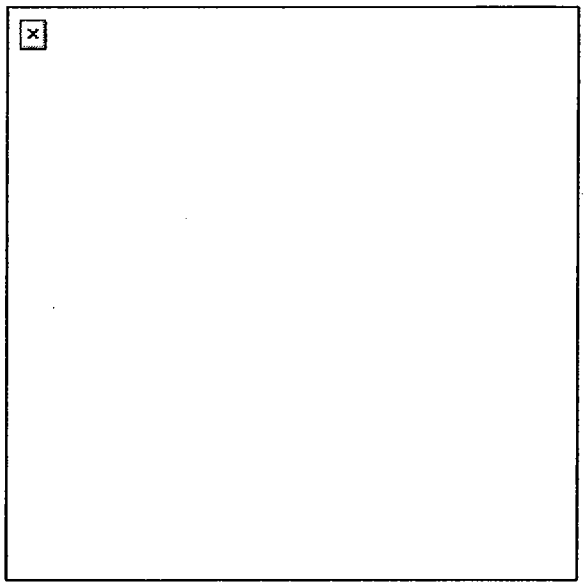
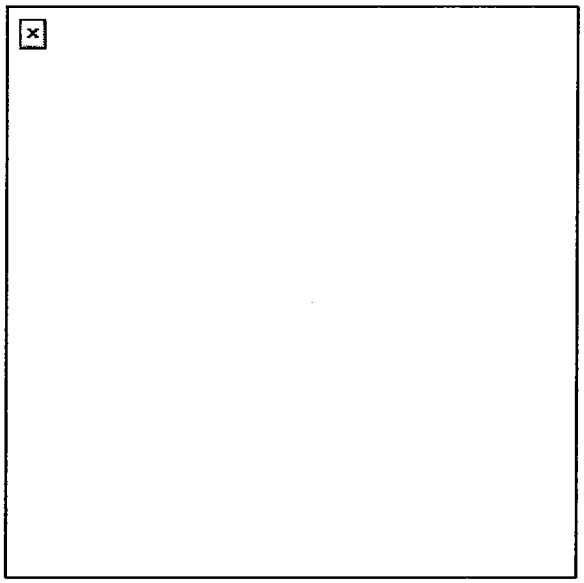

Figure 4. Sample 25-meter zeroing target for M16A1.
Figure 5. Sample 25-meter zeroing target for M16A2.
b. Repeat Task Step 5 and Task Step 6 until the center of the shot group is 7 centimeters below the target aiming point as shown in Figure 4 and Figure 5.
EXAMPLE: From the center of the shot group in Figure 4, move the azimuth adjustment actuator 11 clicks to the left.
- From the center of the shot group in Figure 5, move the azimuth adjustment actuator 9 clicks to the left. Move the elevation adjustment actuator 16 clicks.